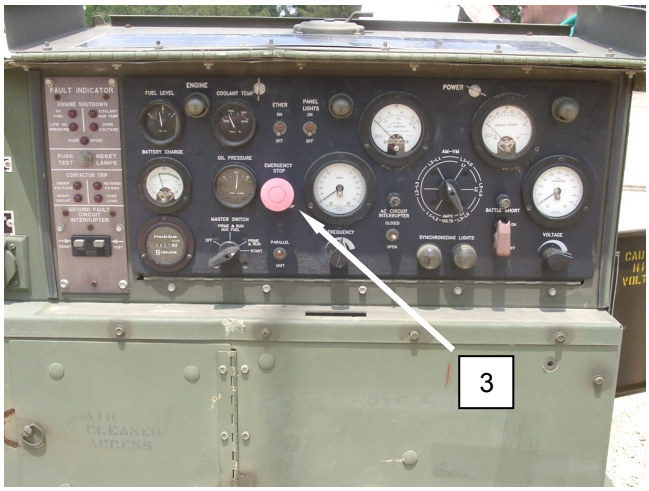

Figure 17. CBL Shut Down Procedure during NBC Imminent or Actual Attack.
2. If using a generator, press emergency stop button **(Figure 17, Item 3)**, then disconnect. If using municipal power, disconnect.